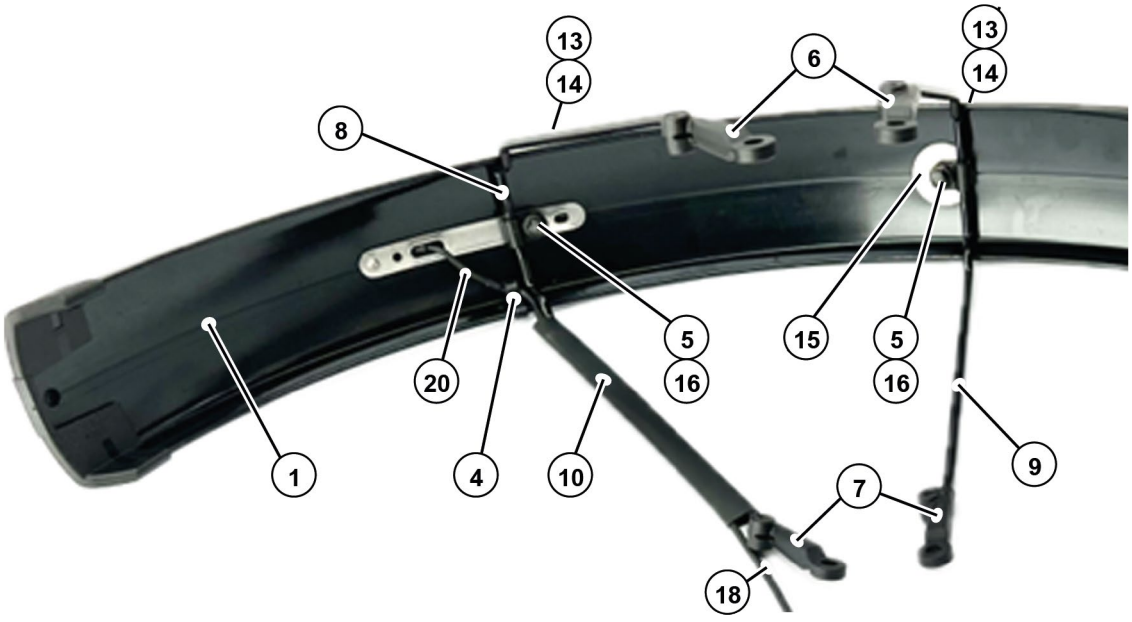

Abb. 06
3. Rücklichtkabel des Rücklichts (20) mit dem Rücklichtkabel (18) verbinden, siehe Abb. 06.
4. Rücklichtkabel des Rücklichts (20) mit Befestigungselement (4) an Schutzblech (1) befestigen.
5. Rücklichtkabel des Rücklichts (20) und Rücklichtkabel (18) mit Schrumpfschlauch (10) an Schutzblechstrebe (8) (lange Variante) befestigen.
6. Schutzblechstrebe (8) an Schutzblech (1) positionieren und 1x mit Befestigungselement (13), (14), Kabelschelle (5) und Befestigungselement (16) befestigen. Anzugsmoment: 4 Nm.
7. Schutzblechstrebe (9) (kurze Variante) an Schutzblech (1) positionieren und 1x mit Befestigungselement (13), (14), Kotflügelscheibe (15), Kabelschelle (5) und Befestigungselement (16) befestigen. Anzugsmoment: 4 Nm.
8. Strebenaufnahme, rechts (6) an Schutzblechstrebe (8) und (9) befestigen. Anzugsmoment: 1 Nm.
9. Strebenaufnahme, links (7) an Schutzblechstrebe (8) und (9) befestigen. Anzugsmoment: 1 Nm.